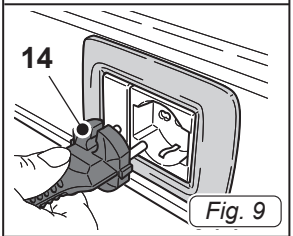

Fig. 9
- Вставить штепсельную вилку (14 Рис. 9) в электрическую розетку.